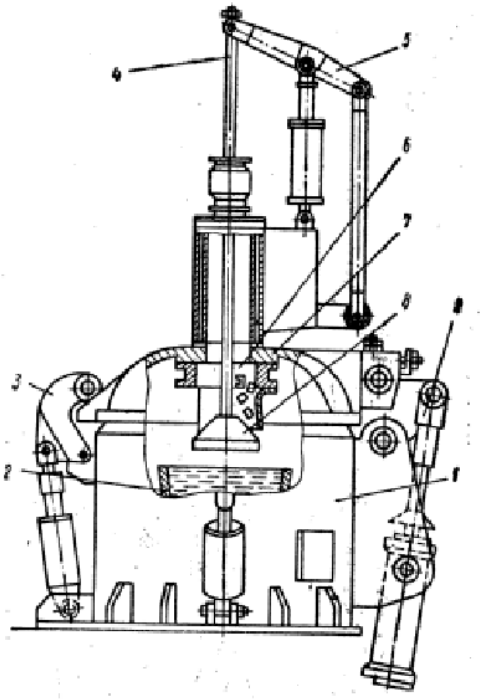

Рис. 1 – Камера-автоклав для введения магния в расплав чугуна
3. Описать технологический процесс получения чугуна с шаровидным графитом марки ВЧ70 (ГОСТ7293-85) при выплавке расплава в индукционной тигельной печи и использовании для процесса модифицирования автоклава (Приложение, рис. 1) (ПК-5.2).